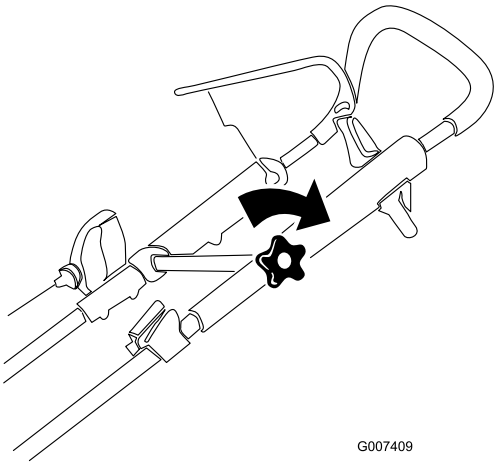

Figuur 4
4. Beweeg de bovenste handgreep naar de gewenste stand en draai de bovenste handgreepknop stevig vast (Figuur 4).